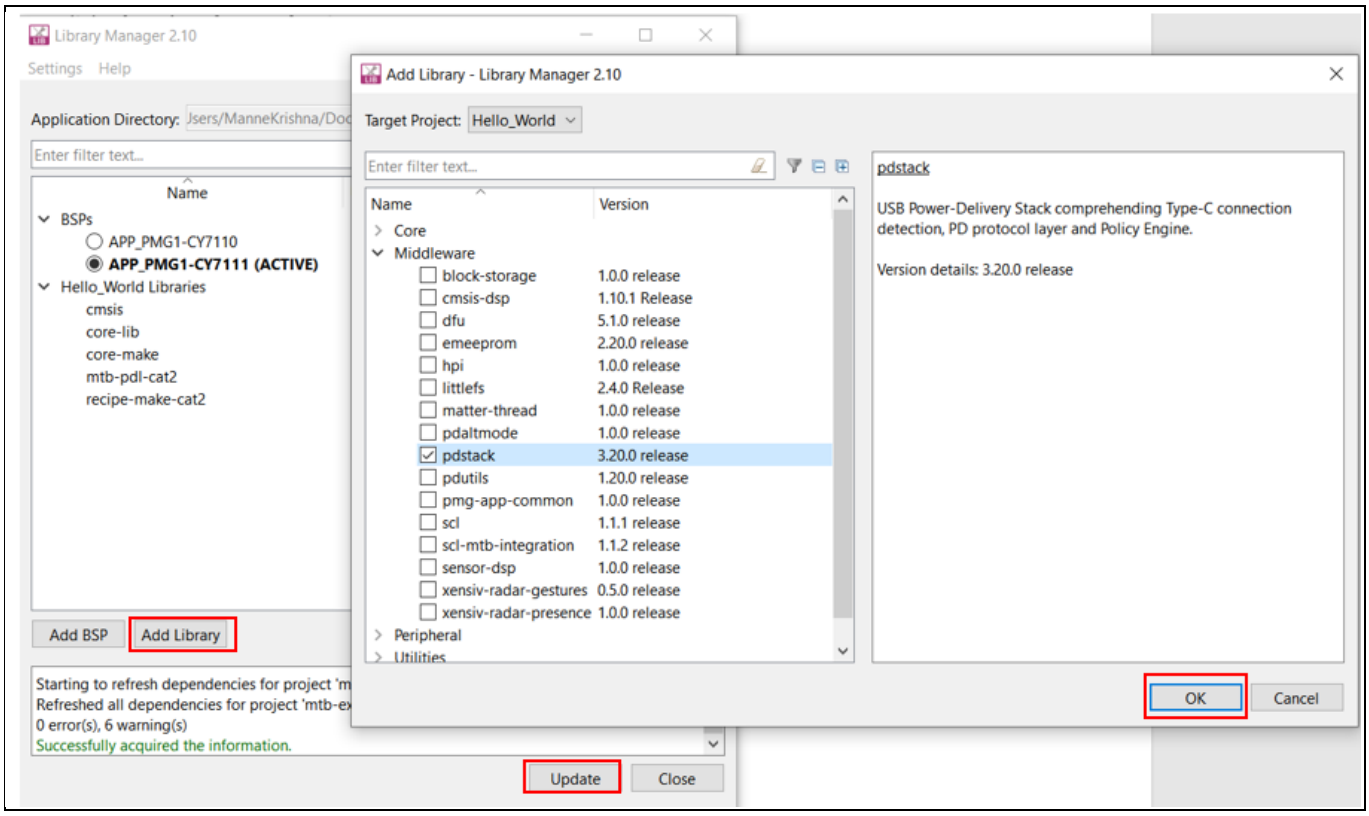

Figure 28　ミドルウェアの追加
4. Figure 28 に示すように、**OK** と **Update** をクリックします。